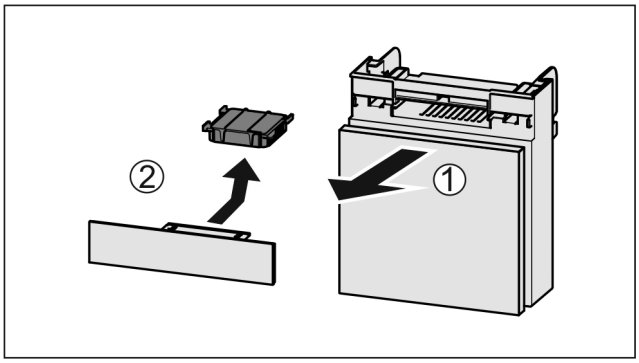

Fig. 162
▶ Вытянуть *Fig. 162 (1)* отделение движением вперед.
▶ Извлечение *Fig. 162 (2)* фильтра с активированным углем.